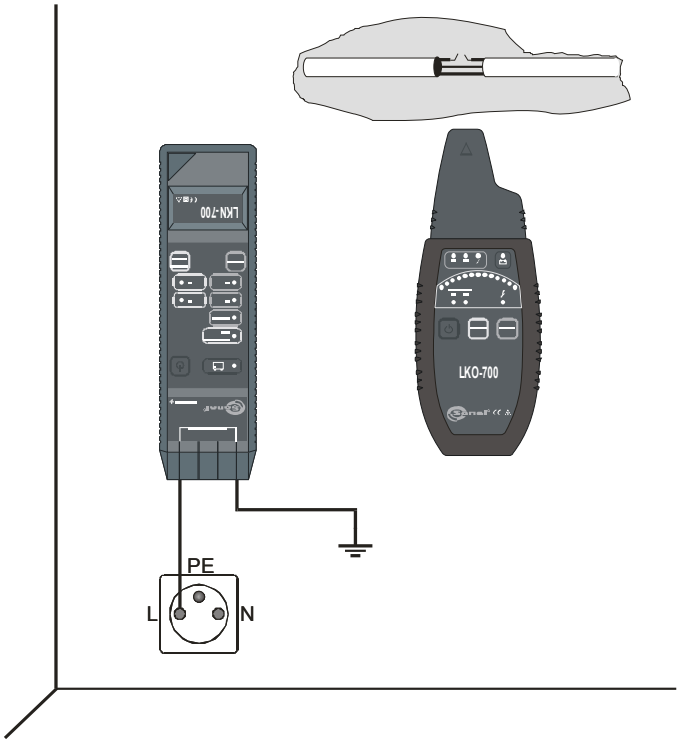

Рис.8 Поиск проводов и обрывов в проводах
- Второе гнездо подключить к проводу фазы в розетке, выключателе и т.п. (Рис.8);